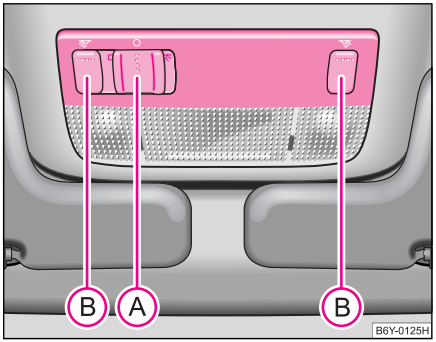

Fig. 37 Plafonul: Iluminarea interioară faţă ▶
– Apăsaţi comutatorul (A) spre dreapta în poziţia ⇒ fig. 37.
– La variantele fără lampă pentru citit, apăsaţi întrerupătorul (A) în poziţia centrală.
– Apăsaţi întrerupătorul (B) ⇒ pagina 59, fig. 37, pentru a aprinde sau stinge lumina de citit din dreapta, respectiv din stânga.